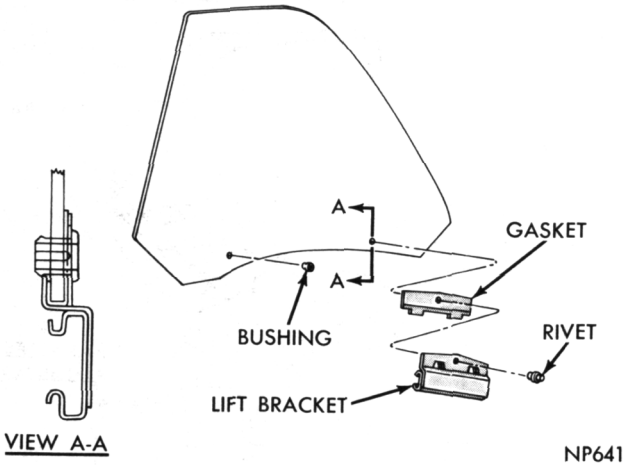

Fig. 37—Quarter Glass Assembly—Sedan
(1) If glass is to be replaced, remove lift bracket (Fig. 37) and attach it to new glass.
(2) Roll regulator down until front regulator stud is accessible at front access opening.
(3) Lower quarter glass and bracket to bottom of quarter panel and install outer belt weatherstrip.
(4) Raise glass and position lift bracket over regulator arm roller.
(5) Insert regulator front arm stud into bushing in glass, install clip and adjust glass.